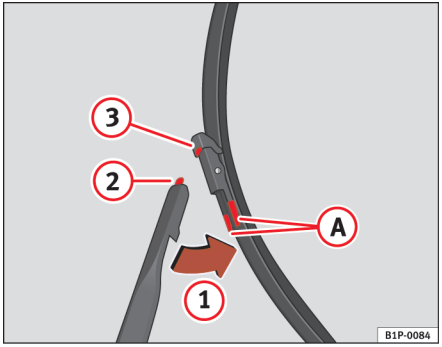

Fig. 143 Udskiftning af viskerblade foran
– Tryk på låsetappen (A), og tag viskerbladet ud i pilens retning (1) ⇒ side 210, fig. 143.
– Sæt tappen (2) ind i holderen (3) i viskerbladet ⇒ side 210, fig. 143.
– Tryk viskerbladet modsat pilens retning (1) ind mod viskerarmen, indtil du hører et klik ⇒ side 210, fig. 143.